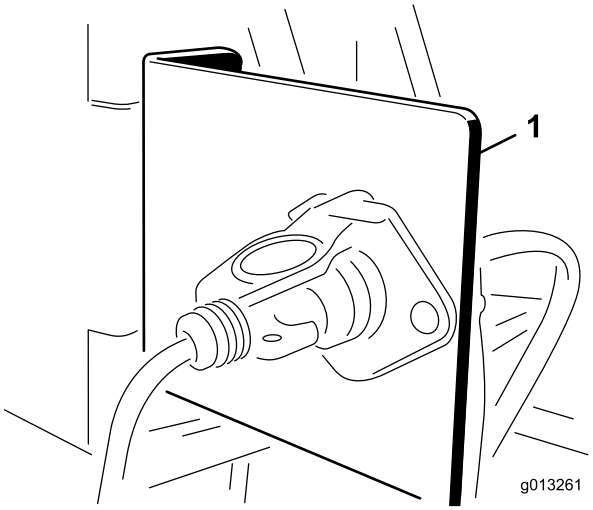

**Figur 8**
1. Monter sokkelbeslaget på et fast sted på bagenden af bugseringskøretøjet ved hjælp af et af de medfølgende monteringsbeslag (Figur 8).